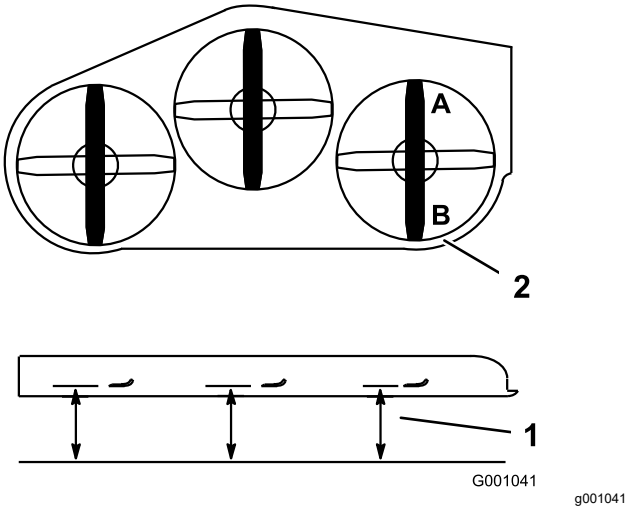

Figura 82
2. Coloque una cuchilla en posición longitudinal. Mida en las posiciones **A** y **B** desde una superficie nivelada hasta el filo de corte de los extremos de la cuchilla (Figura 82).